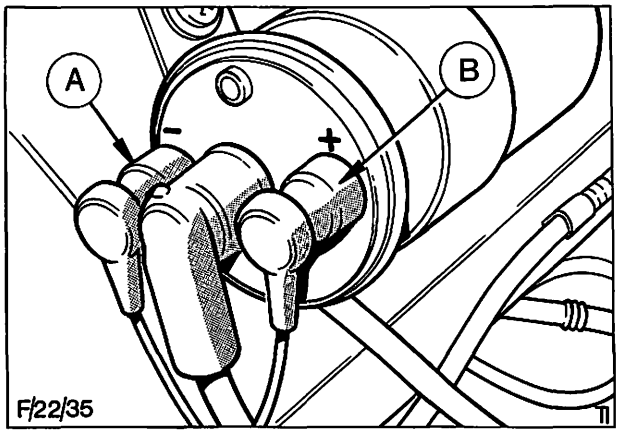

Abb. 74 Einbau der Zündspule
5. Zündspule mit Befestigungsklemme komplett einbauen (2 Schrauben und Unterlegscheiben). Sämtliche Kabel anschließen (Pluskabel zum Kabelstrang, Minuskabel zum Verteiler), Abb. 74.